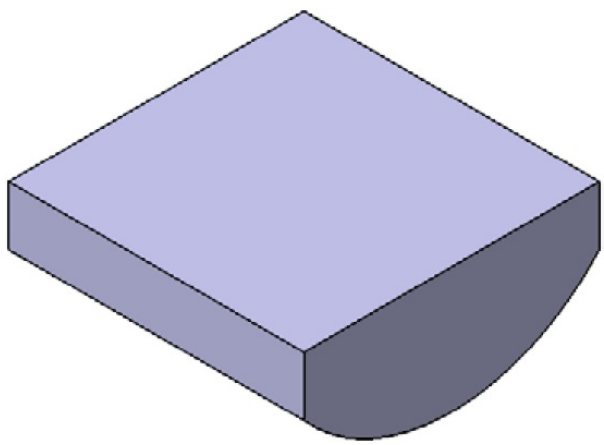

Figure 7-31 *The base feature created*
3. In the **Pad Definition** dialog box, set the value of the **Length** spinner to **150** and select the **Mirrored extent** check box. Choose the **OK** button in this dialog box; the base feature is created, refer to Figure 7-31.